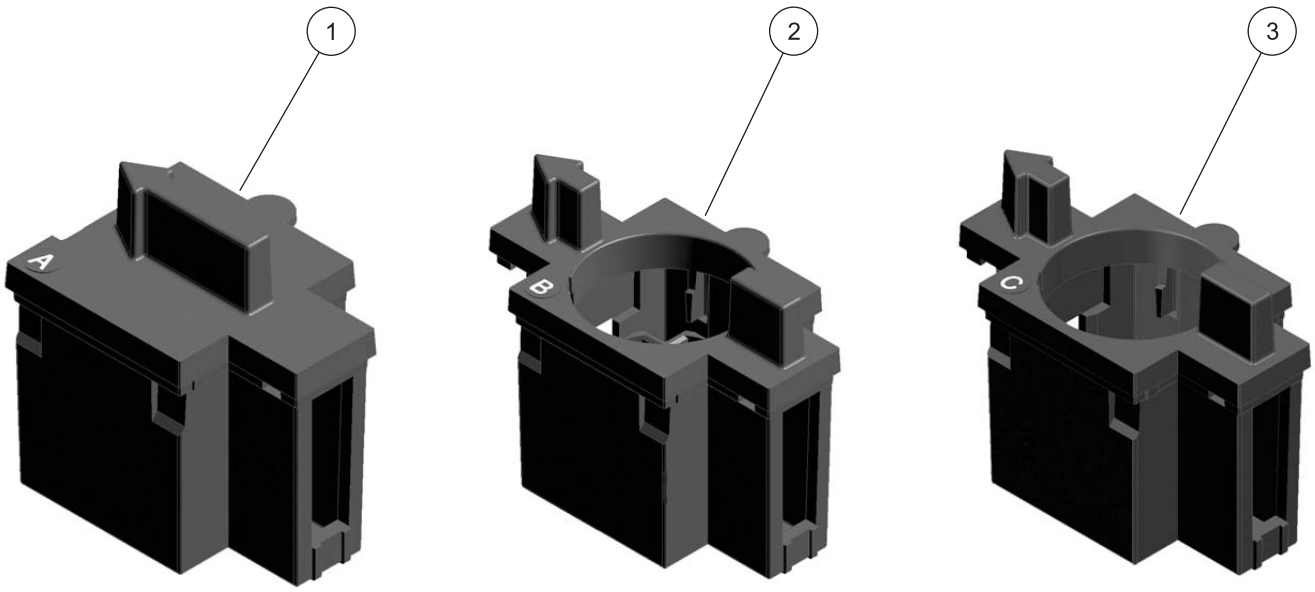
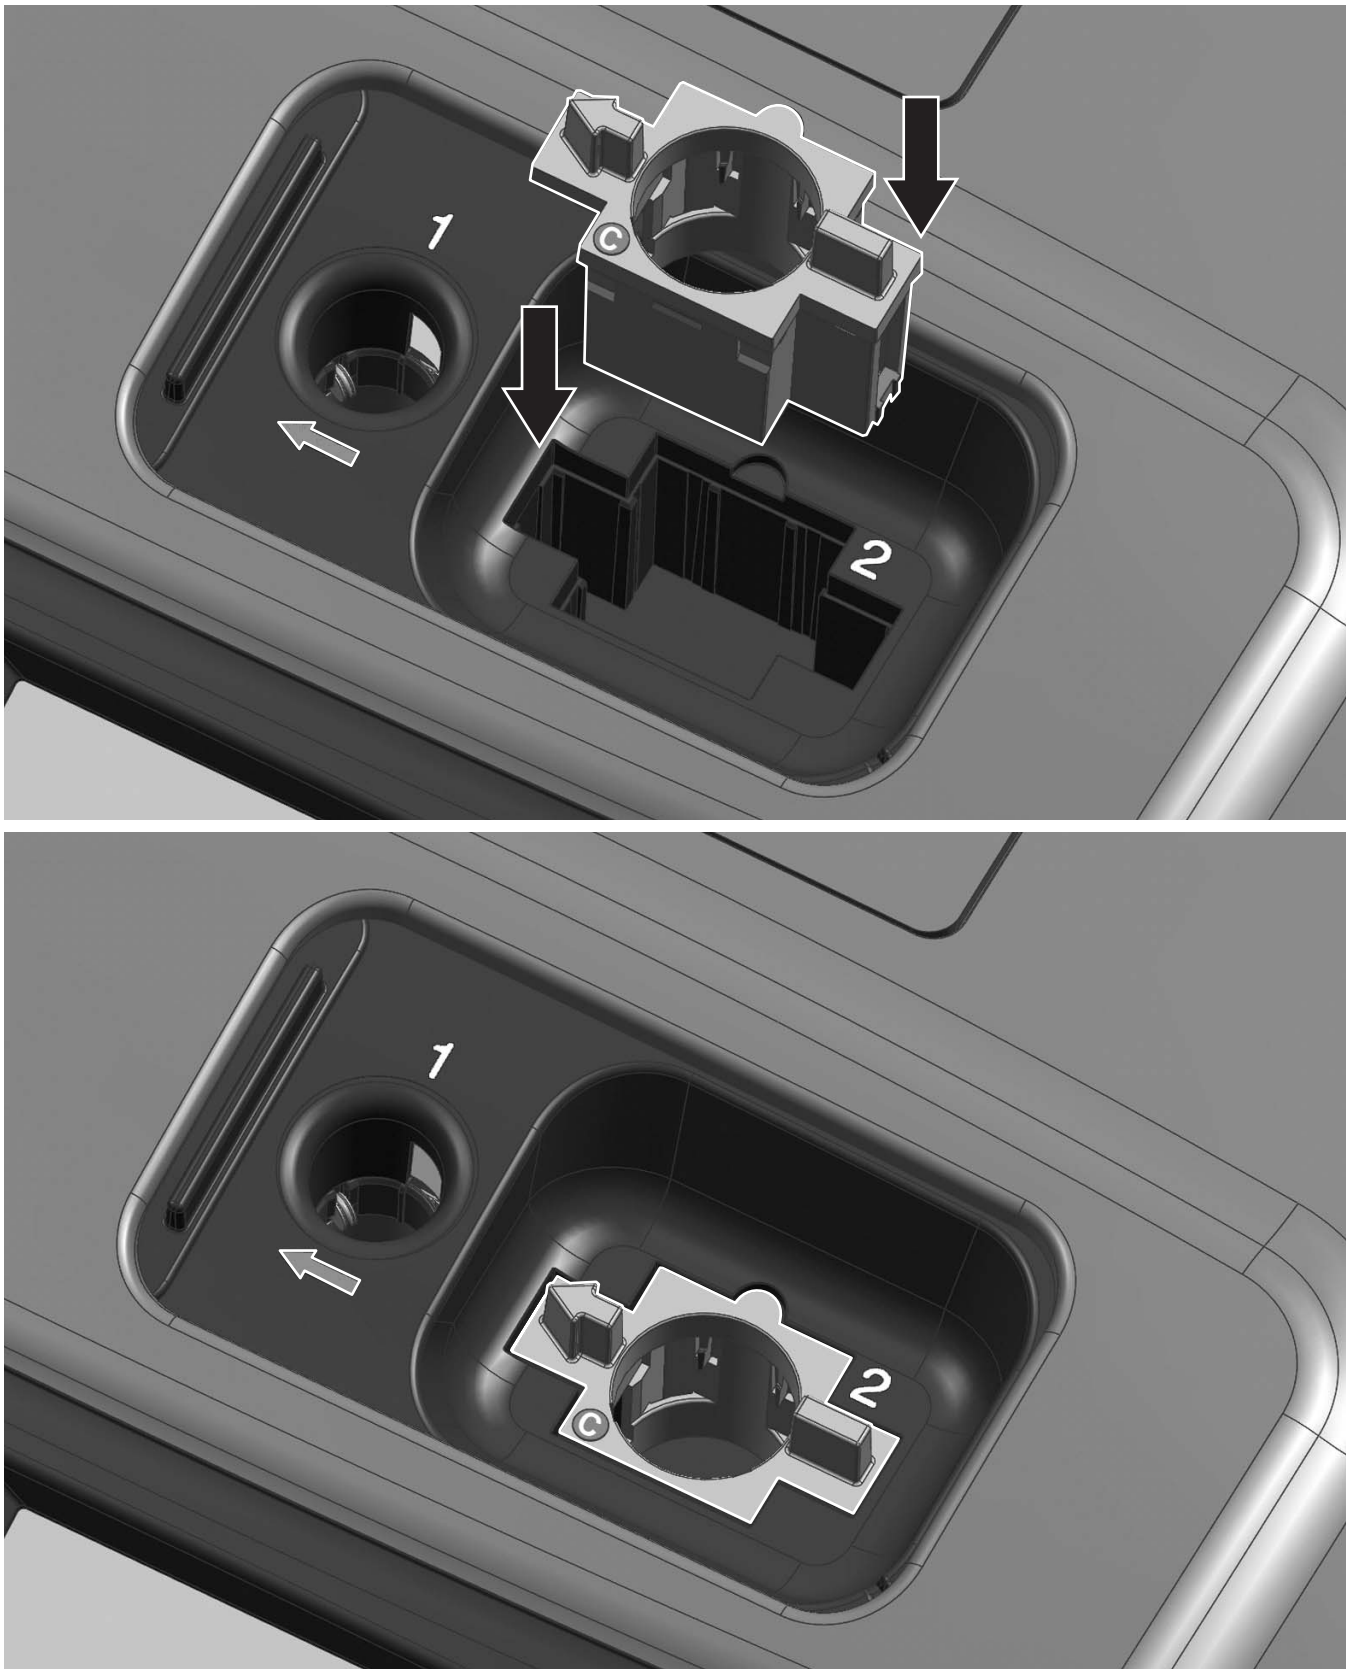

Figura 4 Adaptadores de cubetas
Figura 5 Instalación de un adaptador de cubetas
3. Introduzca el adaptador de forma que la flecha en su parte superior apunte a la izquierda (Figura 5 en la página 18) y la ficha de orientación concuerde con la ranura situada en la abertura del compartimento. La impresión del tipo de cubeta se debe poder leer en el adaptador (Figura 4).